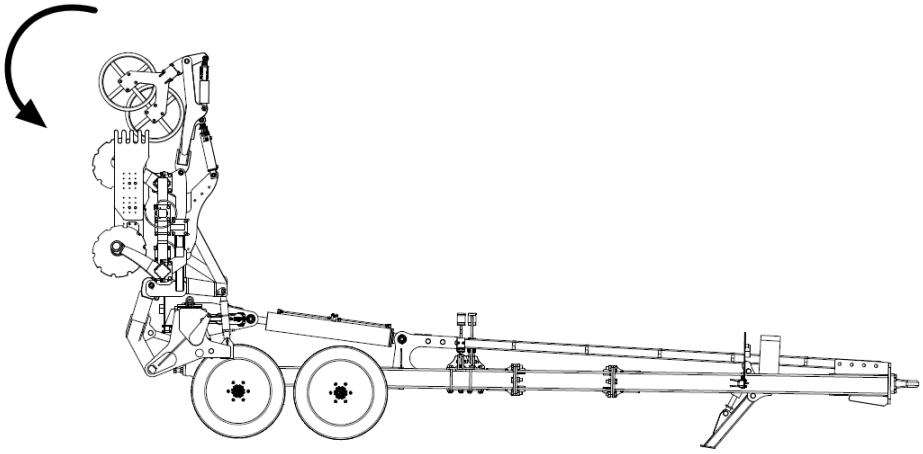

*Rysunek 46 Rozłożenie skrzydeł maszyny do pozycji poziomej.*
5) Kontynuować rozkładanie ramion maszyny do pozycji poziomej (rys. 46 i 47),